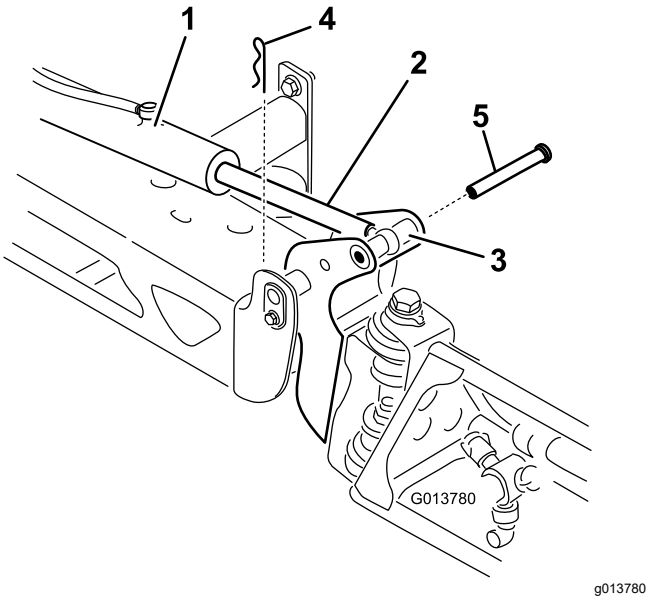

**Figur 118**
2. Ta bort saxpinnen från svängtappen (Figur 118).
3. Höj sprutrampen, ta bort tappen (Figur 118) och sänk därefter långsamt sprutrampen till marken.
9. Håll i sprutrampen och för in sprinten genom både svängleden och stångänden (Figur 118).